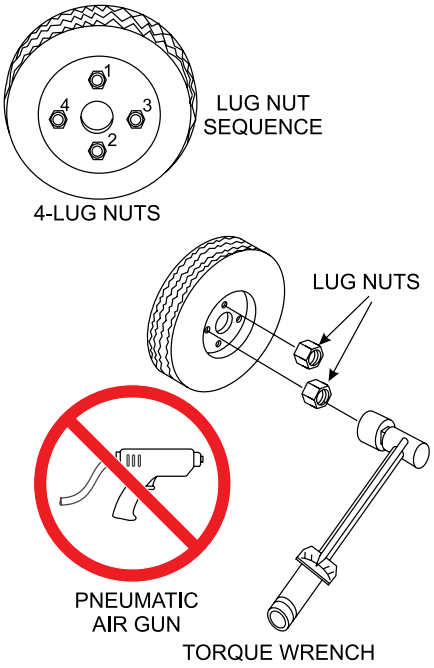

Figure 51. Lug Nut Torque Sequence
2. Torque all lug nuts (Figure 51) in sequence. **DO NOT** torque the wheel lug nuts all the way down. Tighten each lug nut in 3 separate passes as defined by Table 7